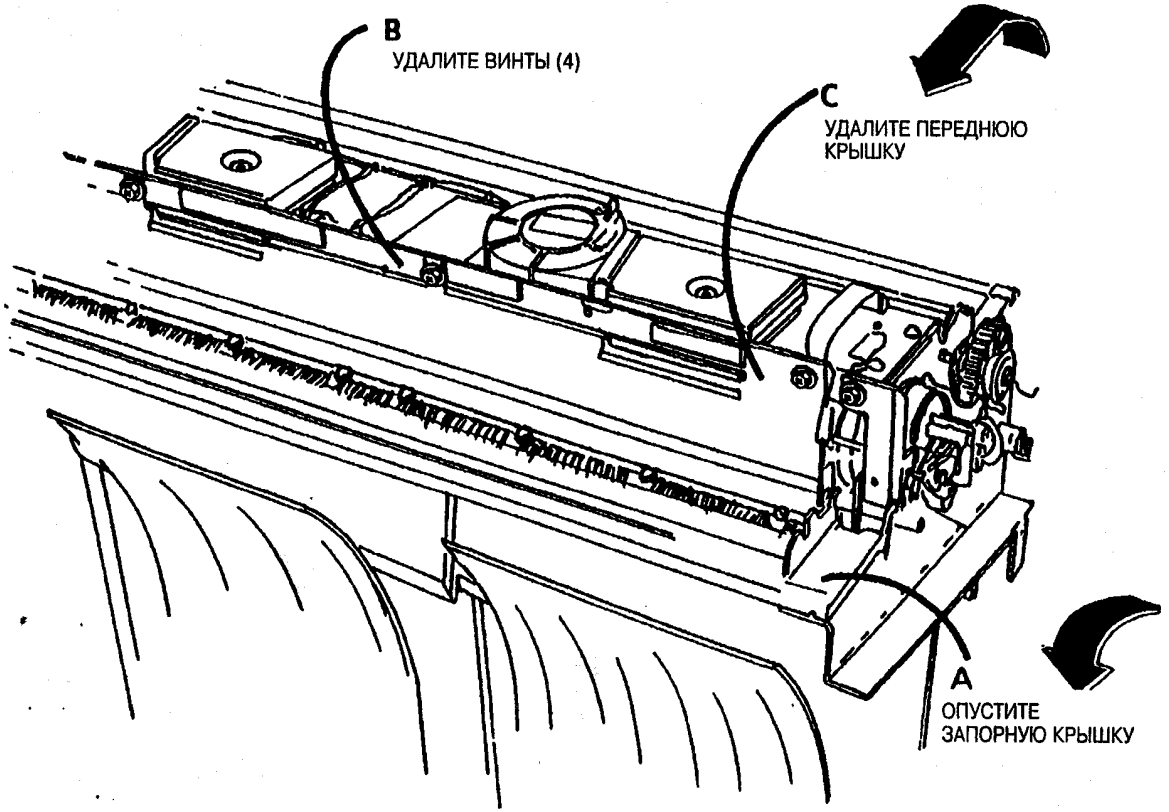

Рис. 3. Удалите устройство снимателя
1. (Рис. 3): Удалите переднюю крышку.